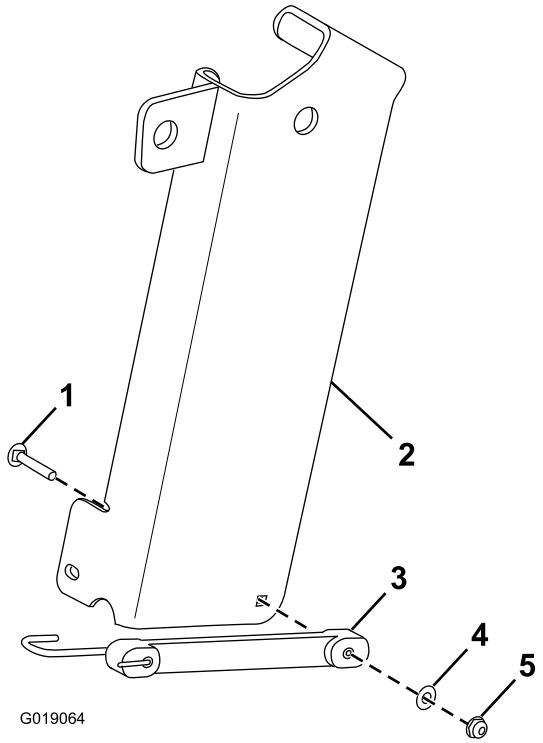

Figur 1
1. Fäst gummilinan på domkraftsförvaringsfästet med en vagnsbult, en planbricka och en sexkantsmutter (Figur 1).